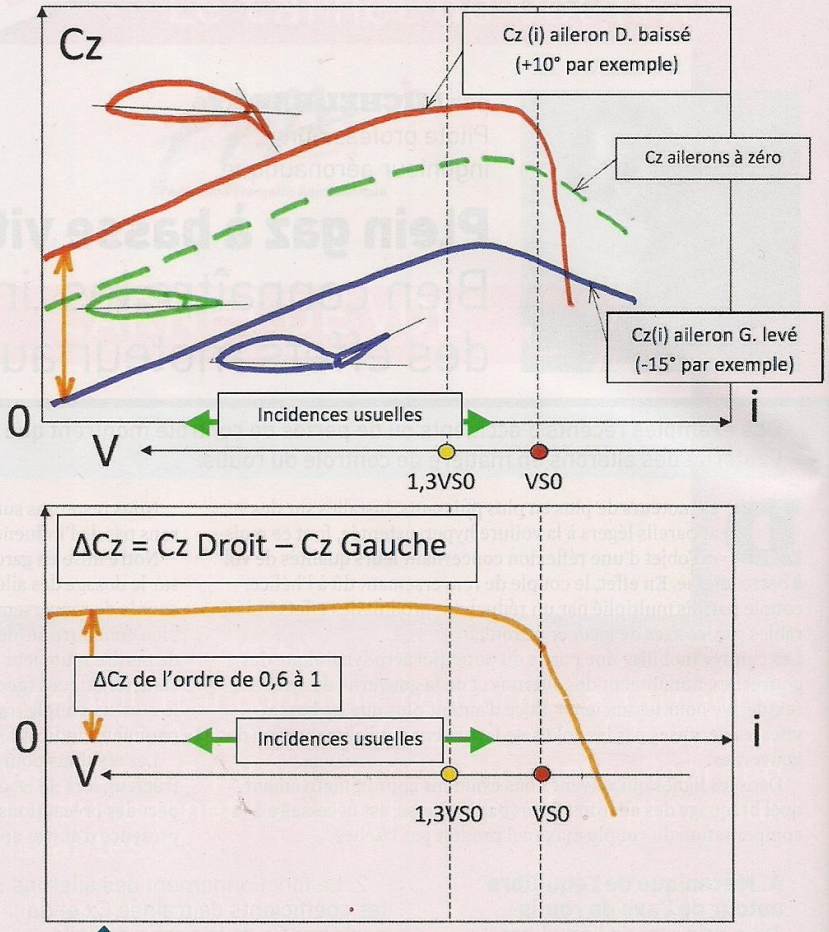

**Figure 2.** Coefficients de portance, dans le cas d'un braquage du manche à gauche, pour différentes incidences i de l'aile.
Notre mise en garde consistera à attirer l'attention des pilotes sur le dosage des ailerons de leur avion, notamment de ceux à fort couple de renversement. Nous leur recommanderons surtout de bien connaître au-dessous de quelle vitesse V les ailerons risquent de perdre toute leur autorité, même braqués à fond. En fonction des caractéristiques (géométrie de la cellule, couple maxi délivré par le moteur, couple transmis à l'hélice), nous proposons d'évaluer un paramètre indicatif : ΔCz (Figure 1 et Figure 2).
Ainsi on peut retenir (Figure 2) :
Pour un avion donné M maxi dépend de ΔCz. 1/2 ρV² c'est-à-dire essentiellement de la vitesse V et de la capacité des ailerons à produire une différence des coefficients de portance ΔCz entre la demi-aile gauche et la demi-aile droite (Figure 2).
• Les appareils courants (appareils école et de voyage) nécessitent à l'approche de VS0, pleine puissance appliquée, un braquage des ailerons donnant une valeur de ΔCz de l'ordre de 0,20. Pour des ailerons standards, dont l'efficacité maximale correspond à ΔCz compris entre 0,6 et 1 (Figure 2.b), cela correspond à un braquage des ailerons de l'ordre de 20 à 30 % de leur plein débattement.